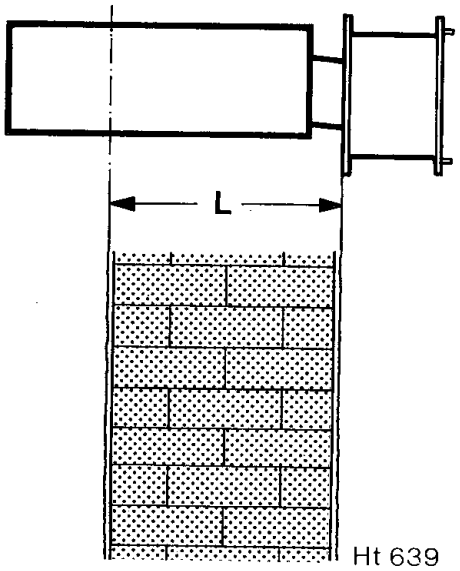

Bild 20
Der Abgaskasten ist mit dem Abgasrohr [ohne Blende (270) und Ausblasstutzen (220)] vormontiert. Kürzen des Abgasrohres (265, 246) s. Bild 20.
Erforderliche Rohrlänge = Mauerstärke s. Bild 20
Falls außen schwer zugänglich, Wandebene innen anzeichnen und Mauerstärke zugeben. Abgaskasten wieder abnehmen und Rohre wie unter Bild 20 beschrieben absägen.